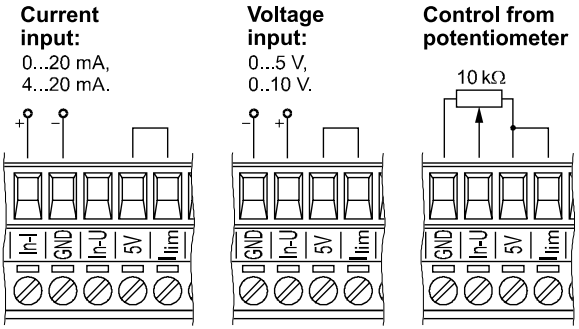

Fig. 5. Connection of control signals
In case of using the current limitation potentiometer on the power controller frontal plate, one must short-circuit 5 V and Limit terminals, fig. 5.
g) set the initial value of the triggering angle*, according to p. 6.6. Increase the input control signal up to reach the current value Ir necessary to the motor start, next decrease gradually on the „α***max***" potentiometer, up to turn off, fig. 5. In this case, the control range depends on the set current Ir value to the rated load current In value.